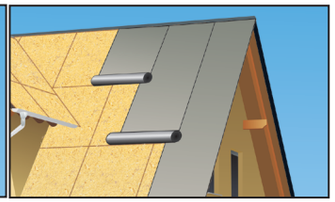

Рис. 1 (2)
Подкладочный ковер Daflex рекомендуется монтировать по всей площади кровли (рис. 1 (2)).